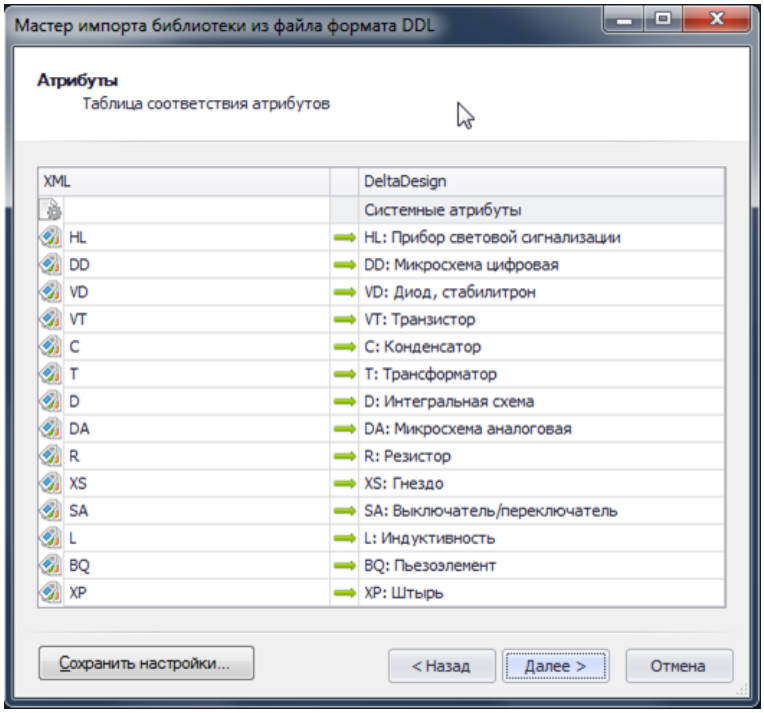

Рис. 104. Сопоставление атрибутов при импорте
5. В следующем окне мастера представляется информация по импортируемым атрибутам семейств компонентов, см. Рис. 104. В левом столбце указываются код семейств, которые содержатся в импортируемом файле библиотеки. В правом столбце можно указать необходимость импорта семейства, и осуществить сопоставление импортируемого семейства с тем, которое присутствует в системе.